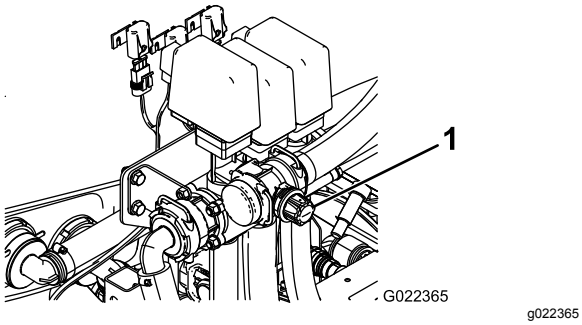

Figuur 39
9. Stel de mengomloopklep (Figuur 39) achteraan de mengklep in tot de drukmeter 7 bar aangeeft.